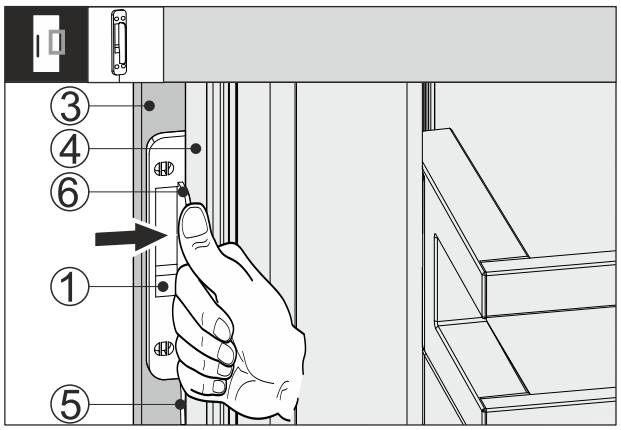

Fig. 66
▶ Schuif de klopsensor *Fig. 66 (1)* tussen het meubelfront *Fig. 66 (3)* en de apparaatdeur *Fig. 66 (4)*, zodat de kabel *Fig. 66 (5)* licht gespannen is. De aanslag *Fig. 66 (6)* van de klopsensor ligt tegen de apparaatdeur *Fig. 66 (4)* aan.
▶ Druk de klopsensor *Fig. 66 (1)* tegen het meubelfront *Fig. 66 (3)* aan.
▷ Klopsensor *Fig. 66 (1)* is vastgeplakt. Het vastplakken van de klopsensor optimaliseert de overdracht van het klopsignaal.
Continue bevestiging van de klopsensor *Fig. 66 (1)* verhoogt de levensduur.
▶ Schroef de klopsensor *Fig. 66 (1)* met de meegeleverde schroeven aan het meubelfront *Fig. 66 (3)* vast.